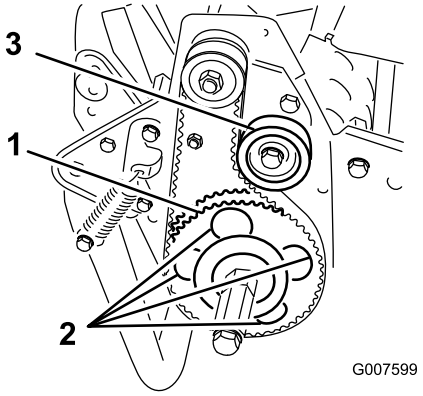

Figur 48
7. Vri den drevne remskiven helt til hullene står i kant med de fire vingeskruene på valselageret (Figur 48).
11. Juster remmen og stram monteringsskruen på lederullen (Figur 48).